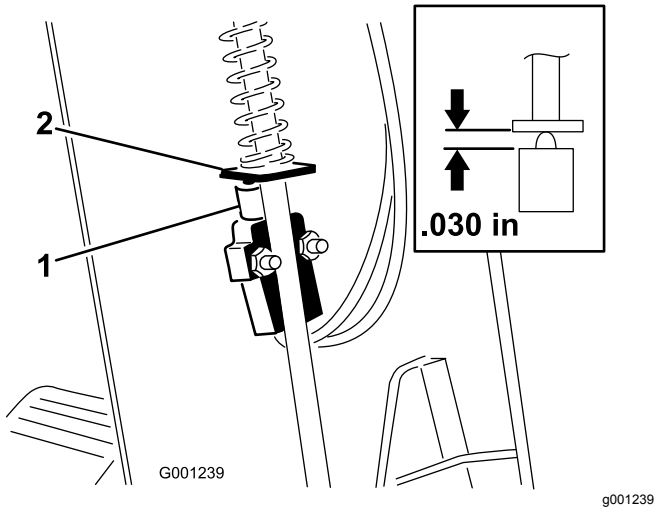

Figur 71
3. Skjut upp kåpan längs med styraxeln för att exponera parkeringsbromsbrytaren (Figur 71).
5. Rikta in parkeringsbromsspakens paddel med brytarkolven (Figur 71)..
6. Tryck ned parkeringsbromsstången och tryck upp brytaren tills brytarkolvens sammanpressade längd är 0,7 mm, se Figur 71.